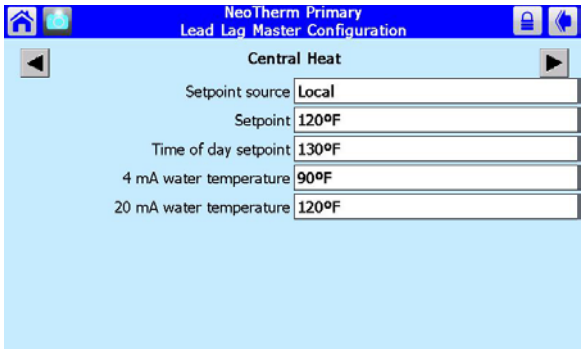

Fig. 84 – Central Heat
6. Press the left-arrow or right-arrow until you see the Central Heat screen (Fig. 84).